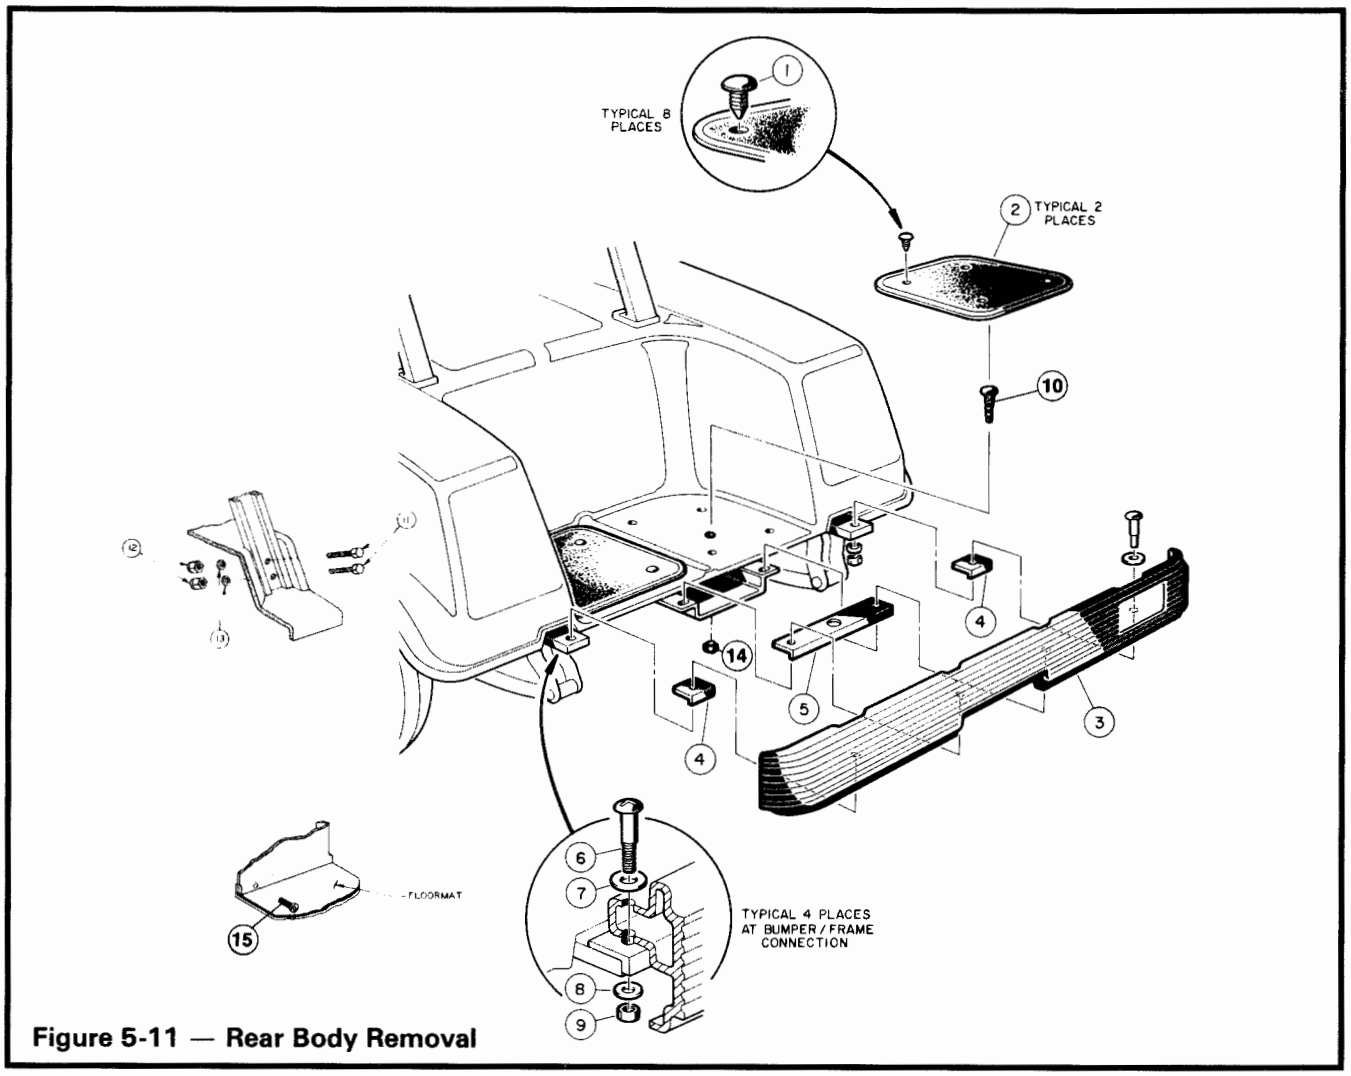

Figure 5-11 — Rear Body Removal
REAR BODY (Figure 5-11)
7. Remove 4 bolts (11), locknuts (12) and flatwashers (13) at the front of both seat back mounting plates **(Figure 5-11)**.